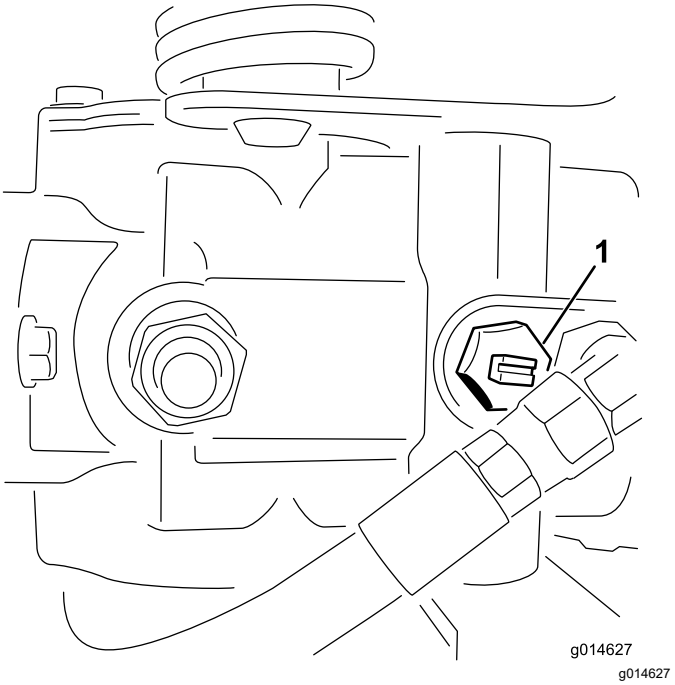

Figur 27
1. Find omløbsventilen på pumpen, og drej den, så rillen er vertikal (Figur 27).
2. Luk omløbsventilen ved at dreje den, så rillen er horisontal (Figur 27), før du starter motoren.